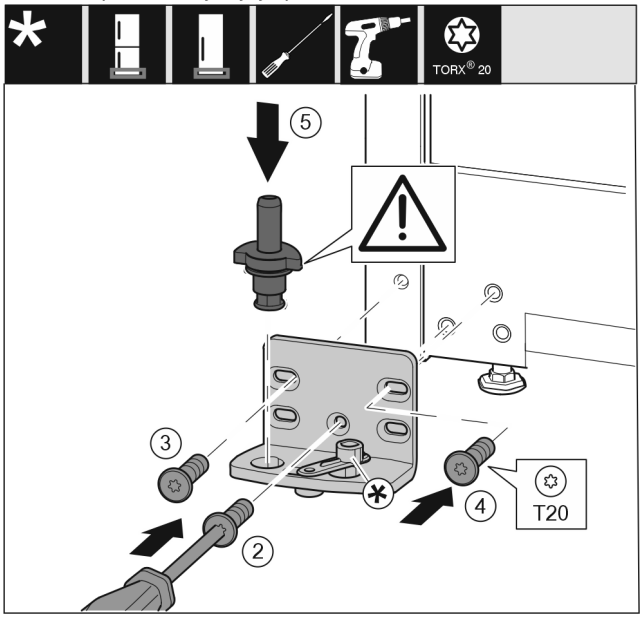

*Fig. 17*
▶ Nasaďte stojan ložiska na druhé straně a přišroubujte pomocí šroubováku. Začněte šroubem *Fig. 17 (2)* dole uprostřed.
▶ Utáhněte šroub *Fig. 17 (3)* a šroub *Fig. 17 (4)*.
▶ Zcela vložte ložiskový čep *Fig. 17 (5)*. Přitom dávejte pozor, aby zajišťovací vačka směřovala dozadu.